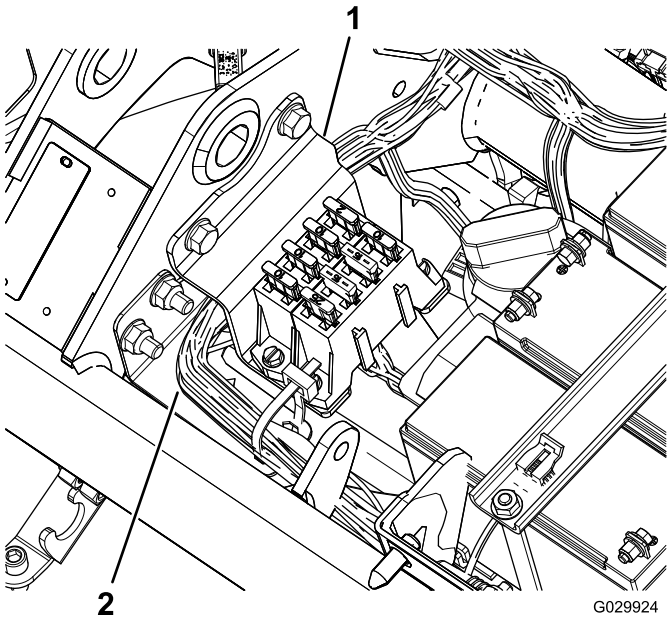

図 9
22. ヒューズブロックを取り付ける。ハーネスはブラケット裏側に通す図 9。